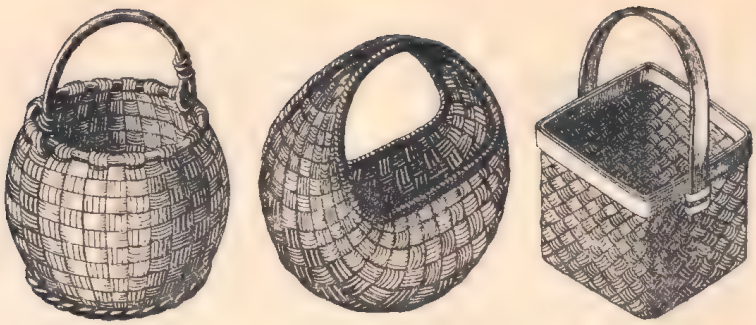
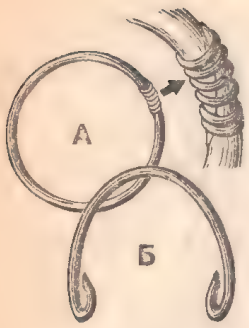

**Рис. 1. Корзины для овощей, фруктов, ягод**
**Рис. 3. Сращивание концов обруча (А) и заготовка ручки (Б)**
Эта статья поможет желающим освоить плетение трех видов корзин (рис. 1) для овощей, фруктов и даров леса лентами, изготовленными из ивовых прутьев (лозы).
**Плетение изделий.** Изготовление корзин и других предметов из ивовых лент удобнее вести на шаблонах-формах, которые позволяют сформировать правильную без перекосов поверхность изделия. Например, для округлых корзин, показанных на рис. 1, в качестве шаблона можно использовать детский надувной мячик, а для кузовка — деревянный кубик. Плетение луч-
Рассмотрим последовательность плетения корзины, показанной на рис. 1 (слева). Вначале срезаем, изгибаем и высушиваем два обруча и две ручки из толстых диаметром 1,5—2 см прутьев (лучше ореховых). Размеры их подбираются в зависимости от величины изделия. На рис. 3, А показан способ сращивания концов обруча, которые предварительно застругиваются, а затем скрепляются лентами. Соединение будет более прочным, если место крепления предварительно смазать клеем (например, ПВА). Заготовка ручки приведена на рис. 3, Б, где показано, как застрогать и изогнуть концы ручки в виде петли.
Изготовление шаровидной корзины, изображенной на рис. 1 (в центре), также начинается с подготовки двух обручей, концы которых сращиваются (см. рис. 3, А). Подготовленные обручи будут выполнять одновременно функции и края, и ручек корзины.